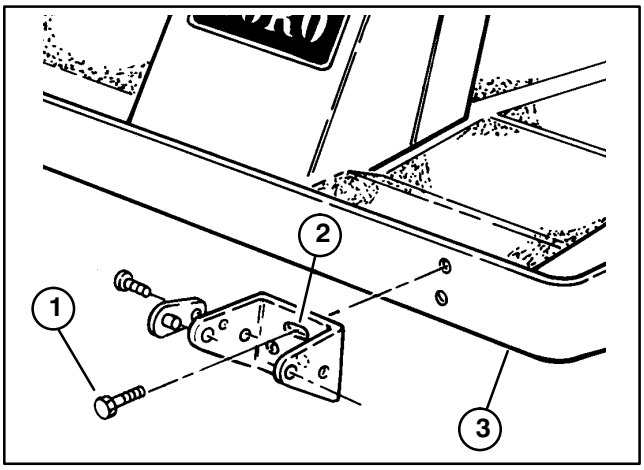

Figure 11
3. To install the mounting brackets, insert (2) 3/8−16 x 1" lg. flangehead capscrews through the slotted bracket holes. Thread the screws into the captivated frame nuts and torque to 45−50 ft−lb (Fig. 11).